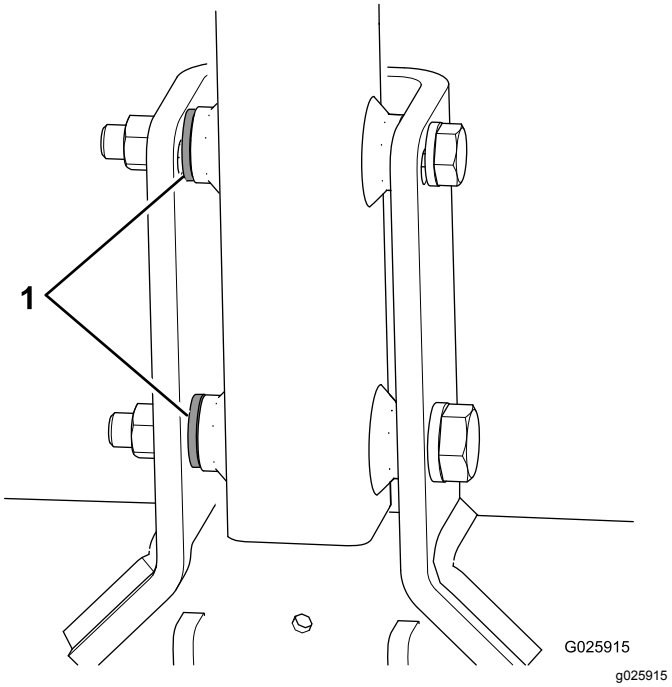

図 6
- マシンの各ボルトに3枚目のワッシャがついている場合には、これをスペーサとして、ヒッチピボットブラケットの内側とヒッチとの間に入れる 図 6。